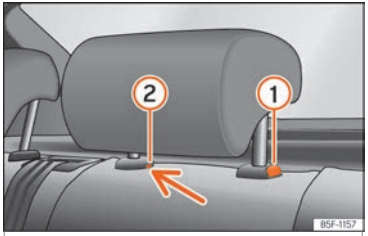

Fig. 112 Rear headrest: removal.
- Press button ››› Fig. 112 ①, while simultaneously pressing on the security hole ② with a flat screwdriver a maximum of 5 mm wide, and remove the headrest.